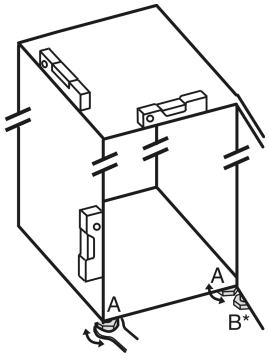

Fig. 28
- ▶ Stellfüße *Fig. 28 (A)* mit beiliegendem Gabelschlüssel und mit Hilfe einer Wasserwaage herausdrehen, bis das Gerät fest und ebenstehend ausgerichtet ist.
- ▶ Stellfuß *Fig. 28 (B)* am Lagerbock mit beiliegendem Gabelschlüssel herausdrehen, bis er auf dem Boden aufliegt.
- ▶ Stellfuß *Fig. 28 (B)* um 90° weiter drehen.